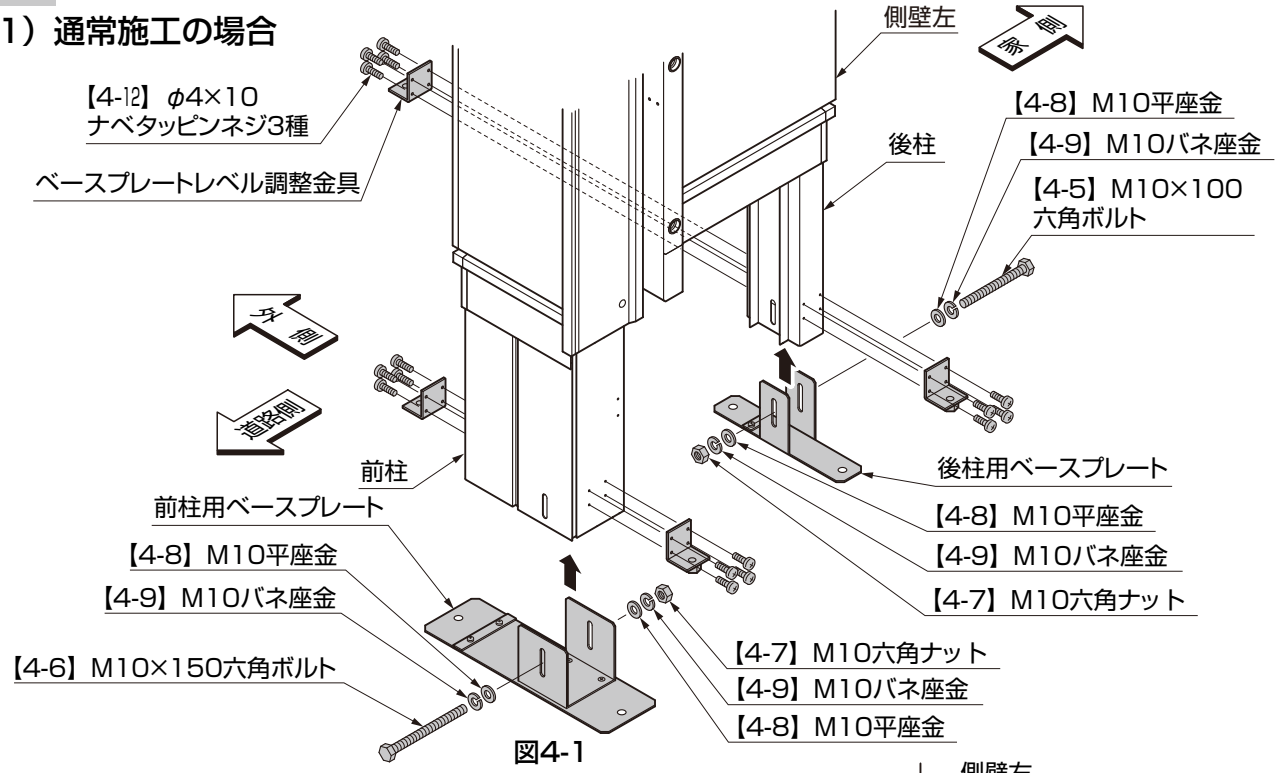

図4-1
①ベースプレートレベル調整金具を前柱と後柱に【4-12】で取付けてください。（図4-1参照）
②前柱用ベースプレートを前柱に【4-6】、【4-7】、【4-8】、【4-9】で取付けてください。（図4-1参照）
③後柱用ベースプレートを後柱に【4-6】、【4-7】、【4-8】、【4-9】で取付けてください。（図4-1参照）